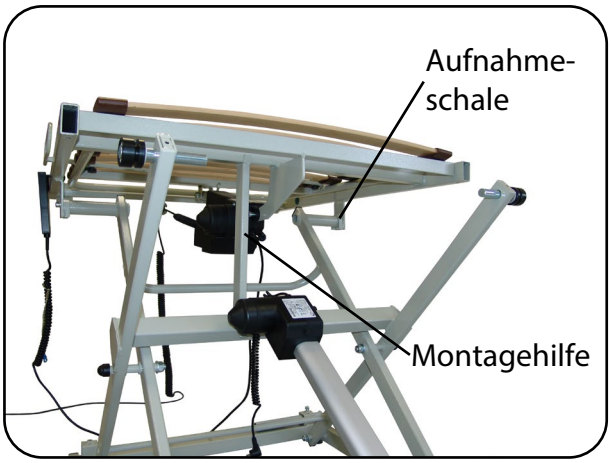

Abb. 6.1.04 - Montagehilfe zwischen den Querrohren von Scherenhub und Kopfauflage
6. Setzen Sie die Kopfauflage mit den Aufnahmeschalen auf die seitlichen Rundrohre des Scherenhubs auf. Zur besseren Montage stellen Sie die Montagehilfe (mit der großen Gabelöffnung nach unten) mittig zwischen die Querrohre von Scherenhub und Kopfauflage (Abb. 6.1.04). Die Kopfauflage liegt nun waagerecht. Alternativ kann eine zweite Person die Kopfauflage waagerecht halten.